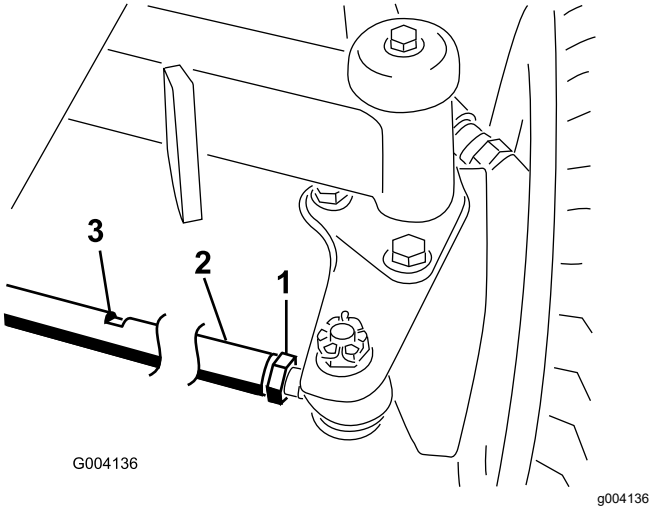

Rysunek 93
2. Poluzuj przeciwnakrętkę na każdym końcu drążka kierowniczego (Rysunek 93).